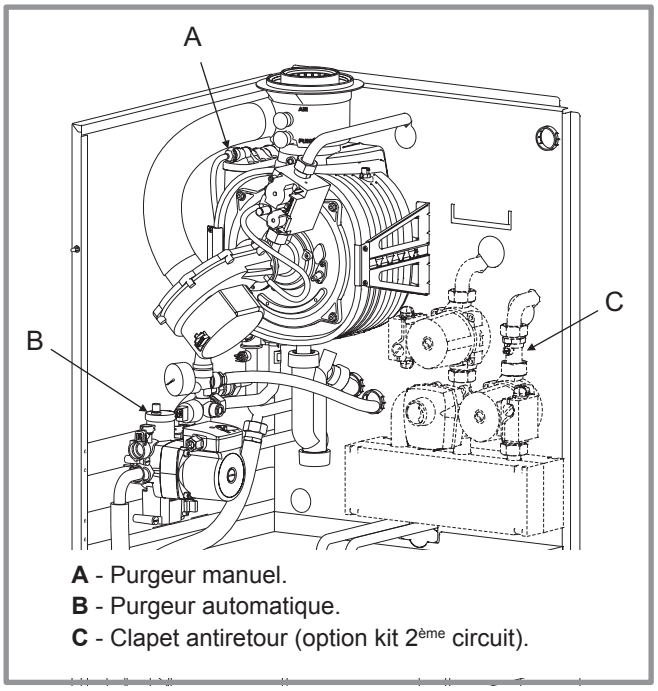

Figure 30 - Purgeurs et clapet antiretour
- **9** - Fermer les vannes d'isolement départ et retour de la chaudière et ouvrir le purgeur automatique (rep.B, Figure 30).
(purgeur manuel, rep. A, Figure 30).
(purgeur automatique, rep. B, Figure 30).